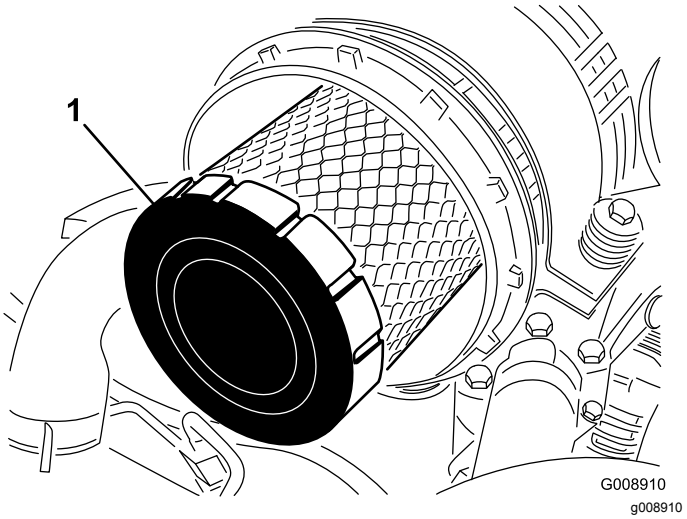

Figur 80
4. Fjern primærfilteret (Figur 80).